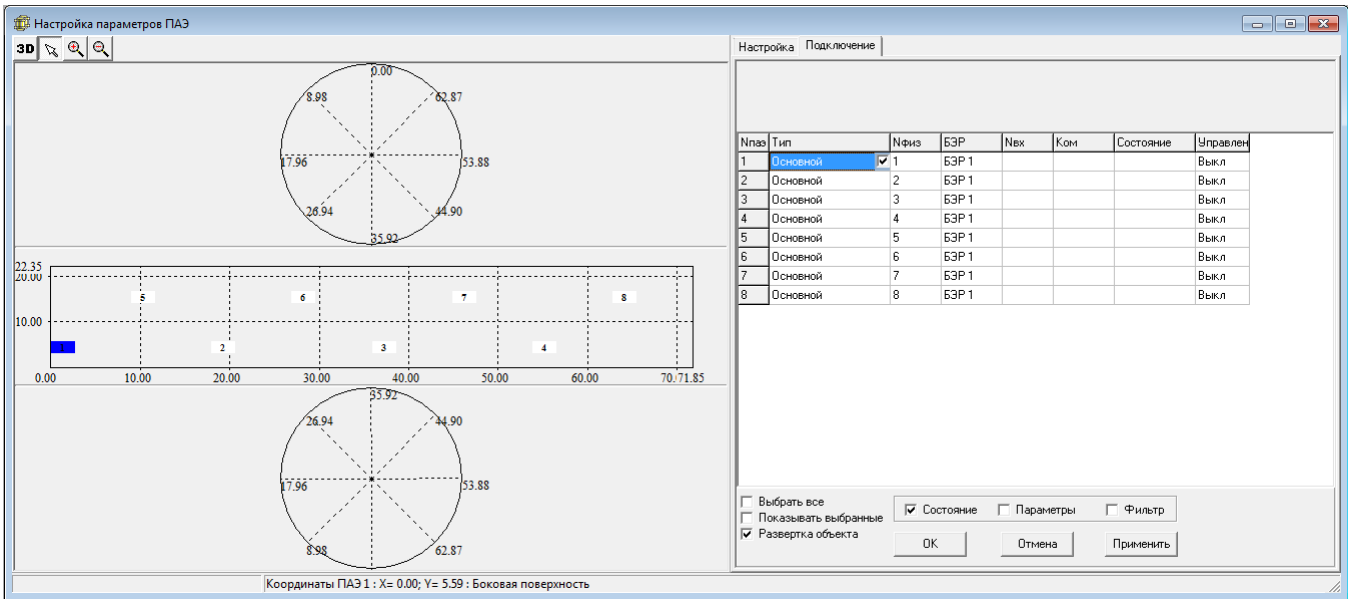

Рис. 84 Диалоговое окно “Настройка параметров ПАЭ” закладка Подключение.
- Установить подключение канала на закладке **Подключение** (рис. 84):